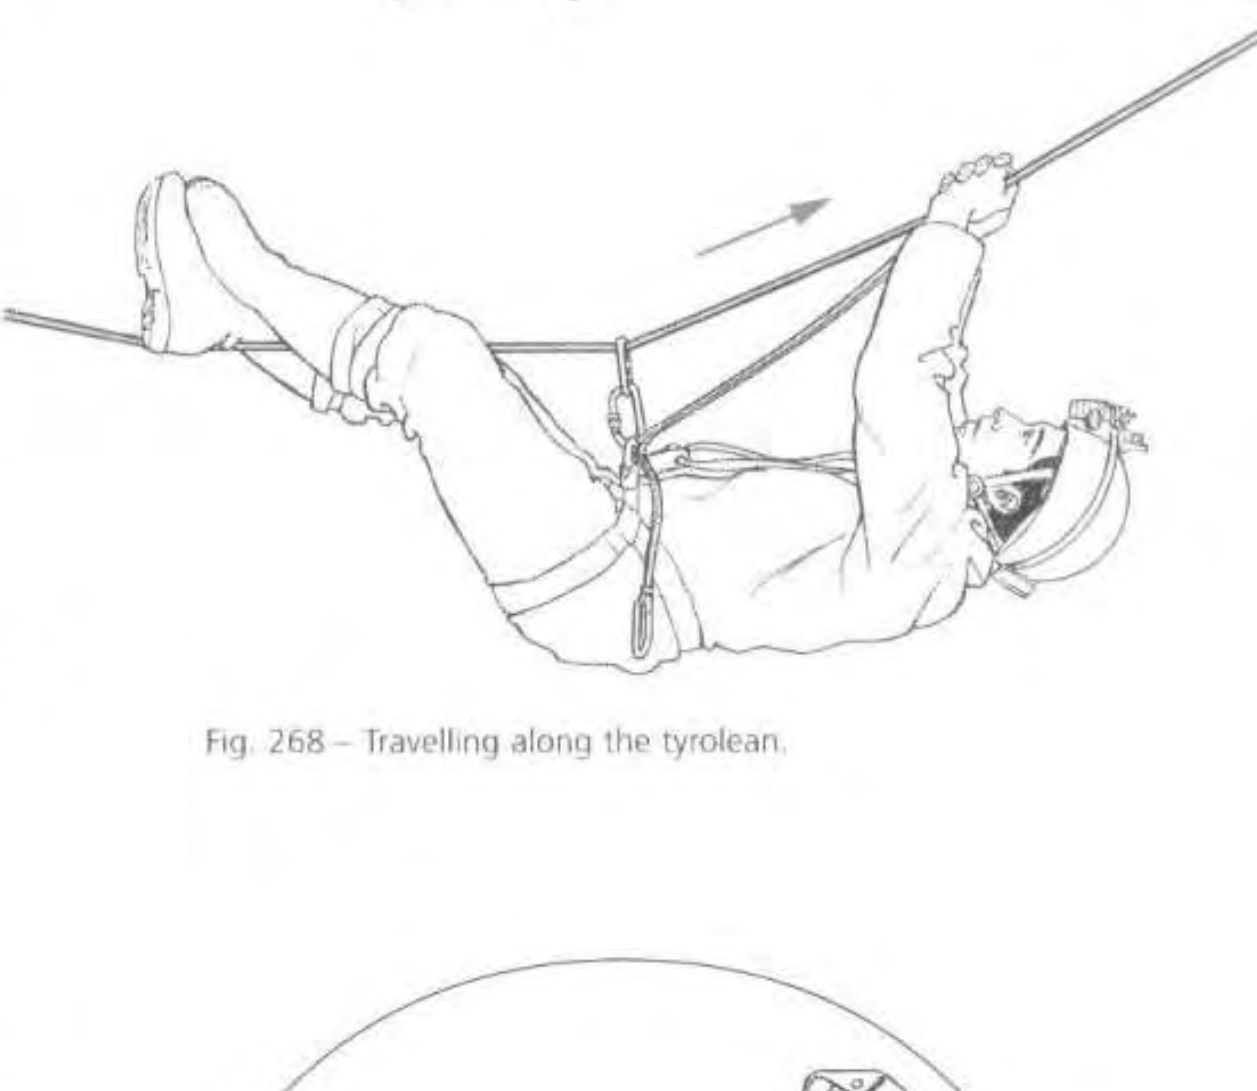
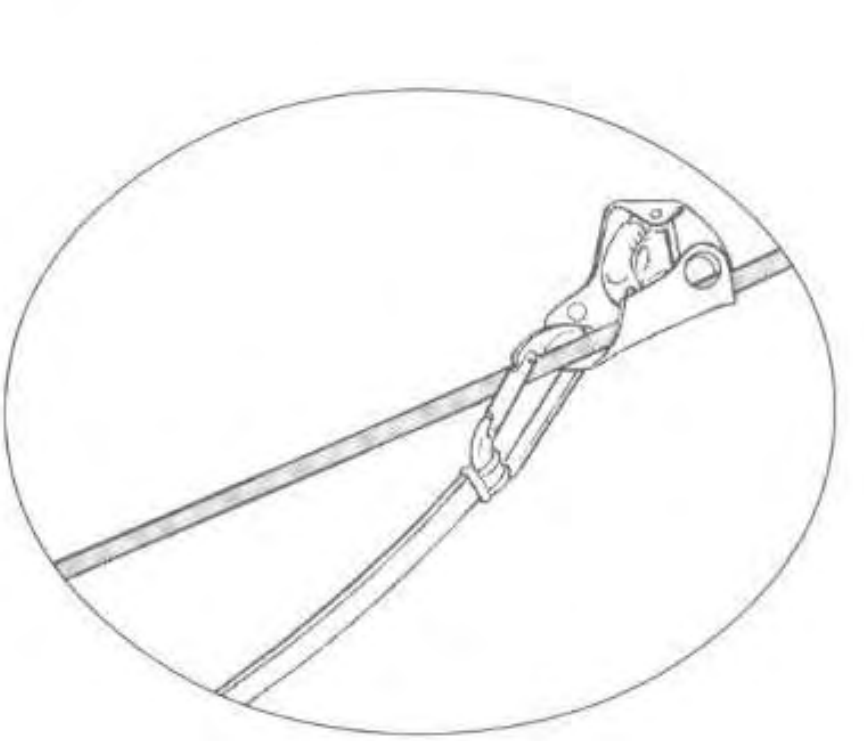

Fig. 268 – Travelling along the tyrolean.
Fig. 269 – Installation of the upper ascender and cowstail carabiner on the rope.
- When you reach the ascending side of the tyrolean, it is easier to move up the rope using your upper ascender attached to its cowstail (fig. 268). This should of course be installed in the right direction on the rope in order to work properly (fig. 269). If the ascending side is steep, prepare your chest ascender for use on the line as well, which will give your arms a welcomed rest. The carabiners are still attached to the rope for added safety.